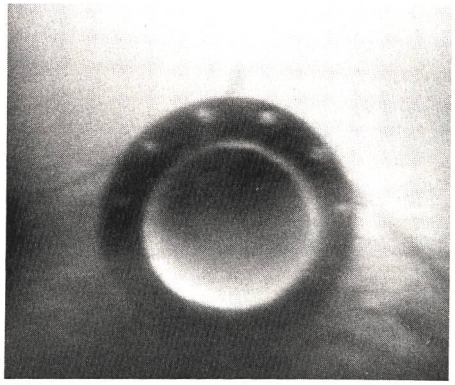

Abb. 4. Unterwasseraufnahme des Rohrendes mit Insituform-Auskleidung.
- Aufschneiden der gehärteten Insituform-Auskleidung zwischen Auffangkorb und Rohrende durch den Taucher am darauffolgenden Tag. Anpassungsarbeiten am Rohrende (Abb. 4).